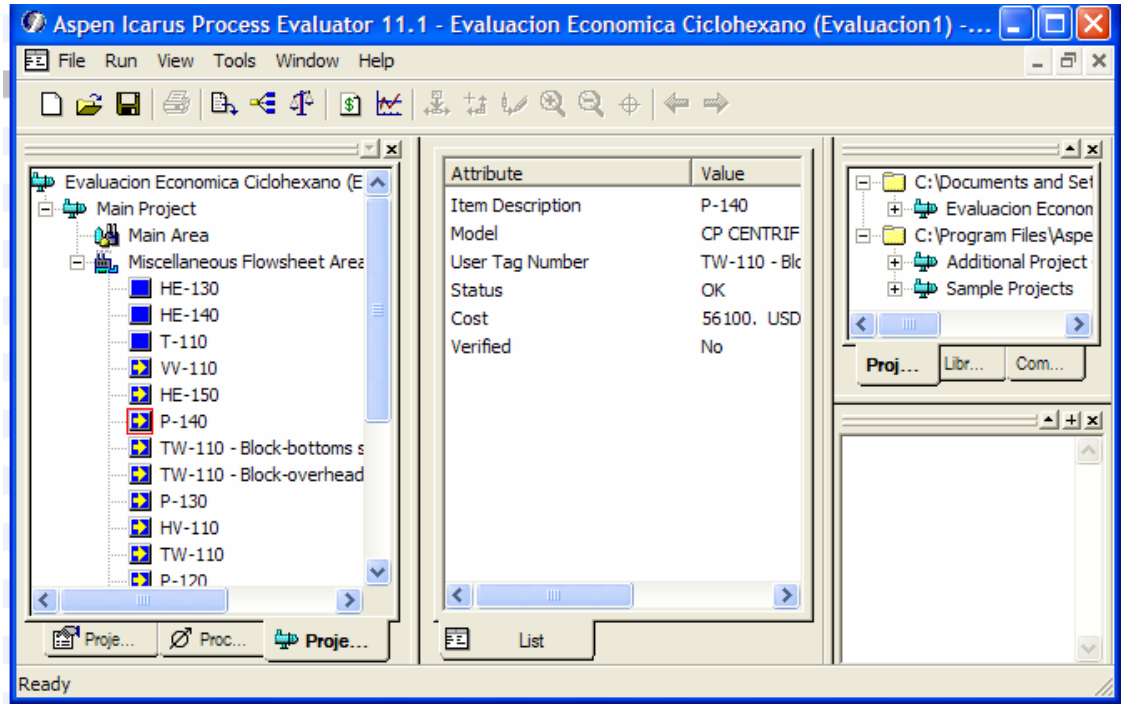

Figura 2.8 Vista del Proyecto en el Explorador del Proyecto
- Vista del Proyecto (Proyect View). Despliega información del proyecto (ver figura 2.8).